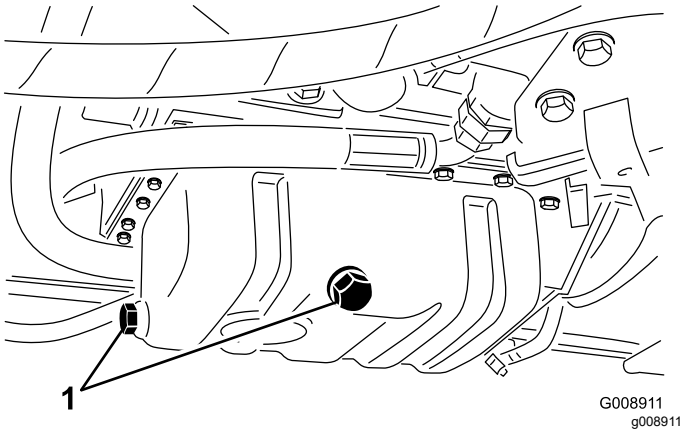

Figur 63
3. Ta bort en av avtappningspluggarna (Figur 63) och låt oljan rinna ned i avtappningskärlet. Sätt tillbaka pluggen när oljan har slutat att rinna.